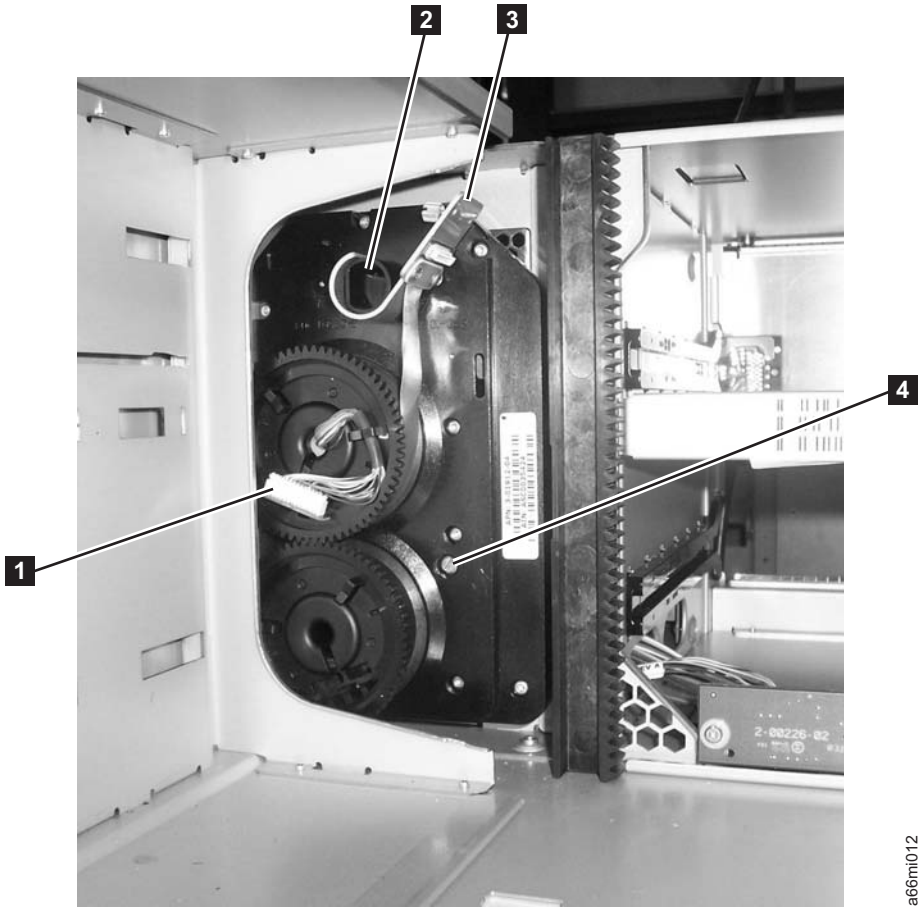

Figure 7-85. Cable Spool (with storage columns removed)
8. Carefully lower the Cable Spool connector (**3** in Figure 7-85 on page 7-79) and hook it around the black plastic guide peg (**2** in Figure 7-85 on page 7-79).
3. Remove the Cable Spool connector (**3** in Figure 7-85) from the black plastic peg (**2** in Figure 7-85).